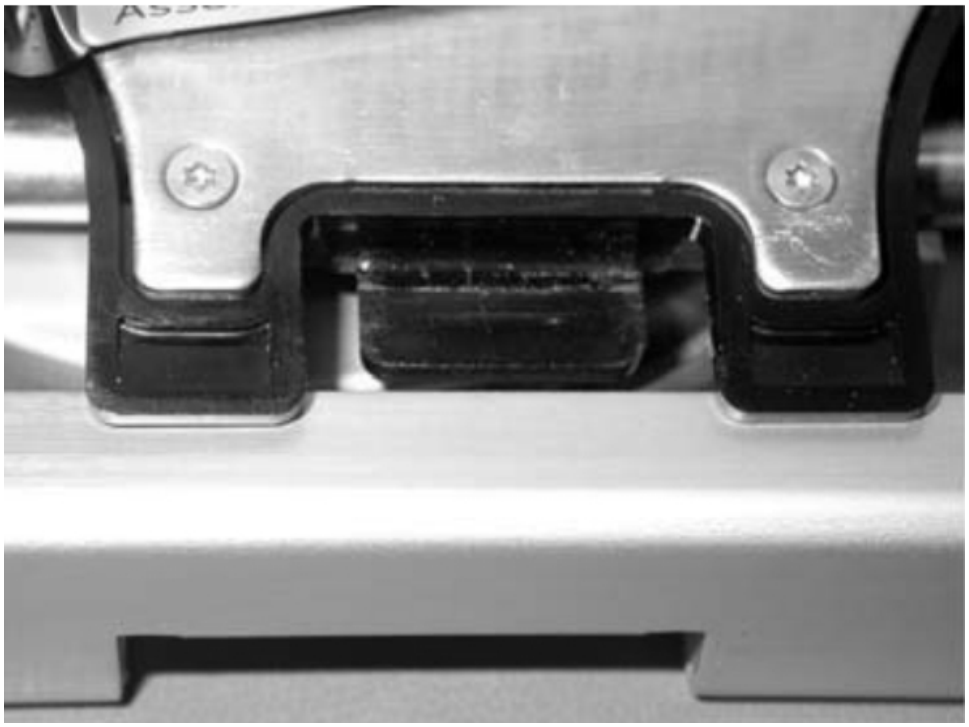

Figure 7-99. Align slot to sheet metal edge
2) Align the slot on the Picker to the sheet metal edge on the M2 Robot Assembly (see Figure 7-99 on page 7-90.